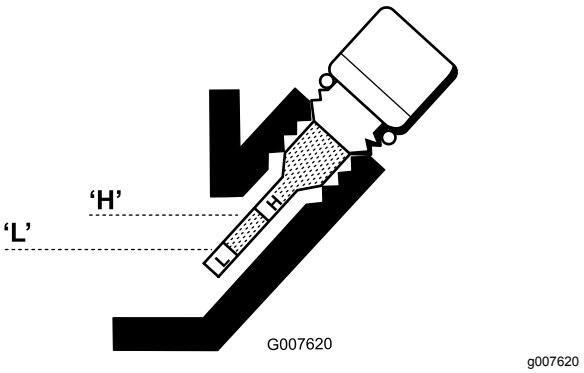

Figur 30
6. Om oljenivån är låg tillsätter du olja tills nivån hamnar mellan markeringarna H och L på oljestickan (Figur 30). Kontrollera oljenivån.